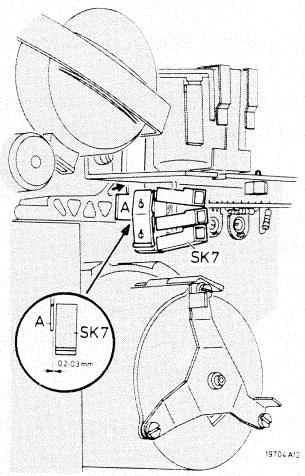

Fig. 2.21
- Prüfen ob der Abstand zwischen der Zunge am Bügel A (Abb. 2.21) und dem Gehäuse von Schalter SK7 0.2 bis 0.3 mm beträgt.